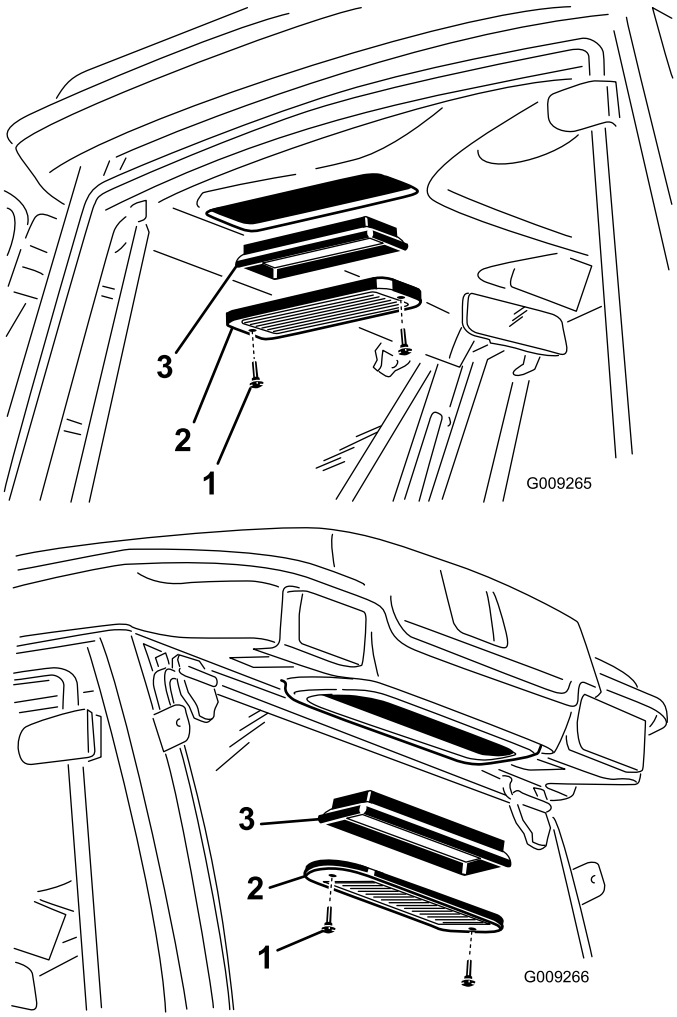

Figure 72
1. Remove the thumb screws and grates from over both the in-cab and rear cab air filters (Figure 72).